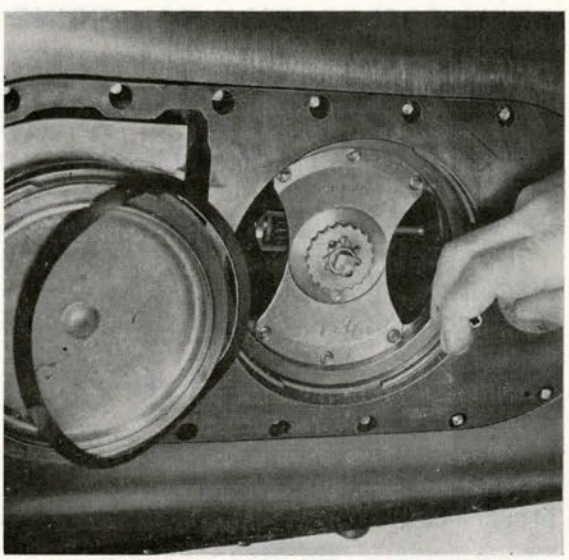

Figure 126
46. Turn torpedo bottom-side-up and lock gyro (Fig. 126). Check to see that hand trip lever is flush against the recess in the gyro-pot wall. Again note that gyro top plate is set on zero. **(205A-246)**